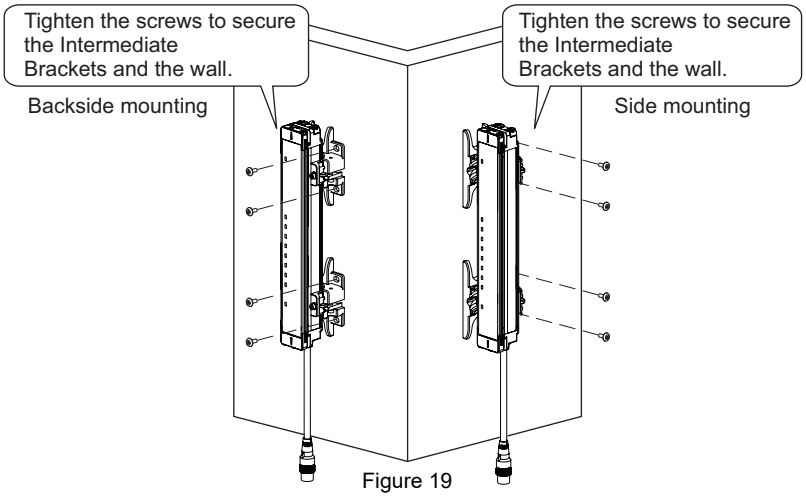

Figure 19
4. Tighten the screws that fix the Intermediate Bracket and the wall. (Figure 19)